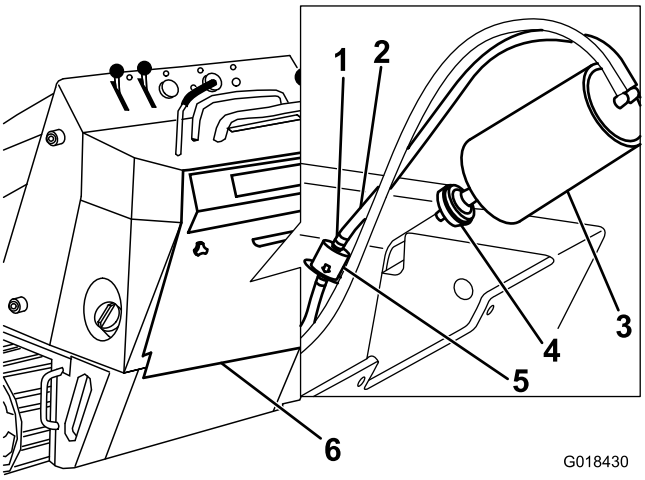

Figuur 34
3. Verwijder het luchtfilter en gooi het weg (Figuur 34).
4. Plaats een nieuw filter op de koolstofhouder (Figuur 34).
3. De verende slangklemmen aan beide zijden van het purgeerlijnfilter van de koolstofhouder wegnemen van het filter (Figuur 34).
4. Verwijder het purgeerlijnfilter en gooi het weg (Figuur 34).
5. Monteer een nieuw filter op de slang. De pijl op het filter moet weg van de koolstofhouder wijzen. Bevestig met de slangklemmen (Figuur 34).